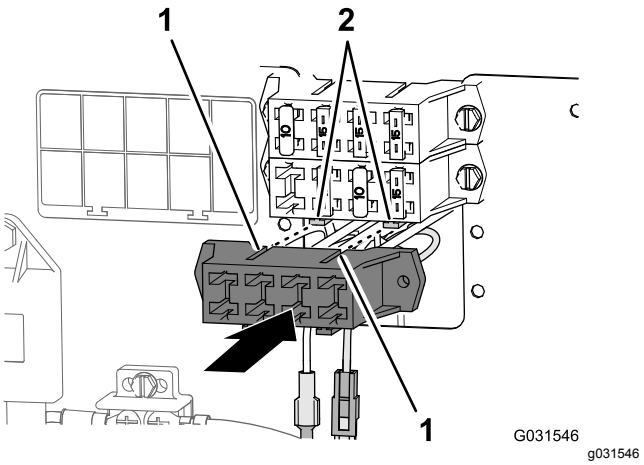

Figur 205
3. Innrett slissene i den ekstra sikringsblokken med monteringsflensene på sikringsblokken til maskinen (Figur 205).